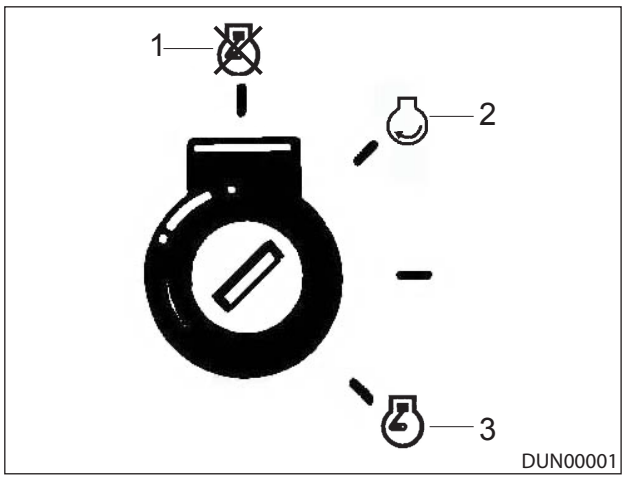

Figure 7.4 - Ignition Key Positions
2. Turn the ignition key on the control panel to the “ON” position, Figure 7.4 (Item 2).
4. Turn the key to the crank position, Reference: Figure 7.4 (Item 3).